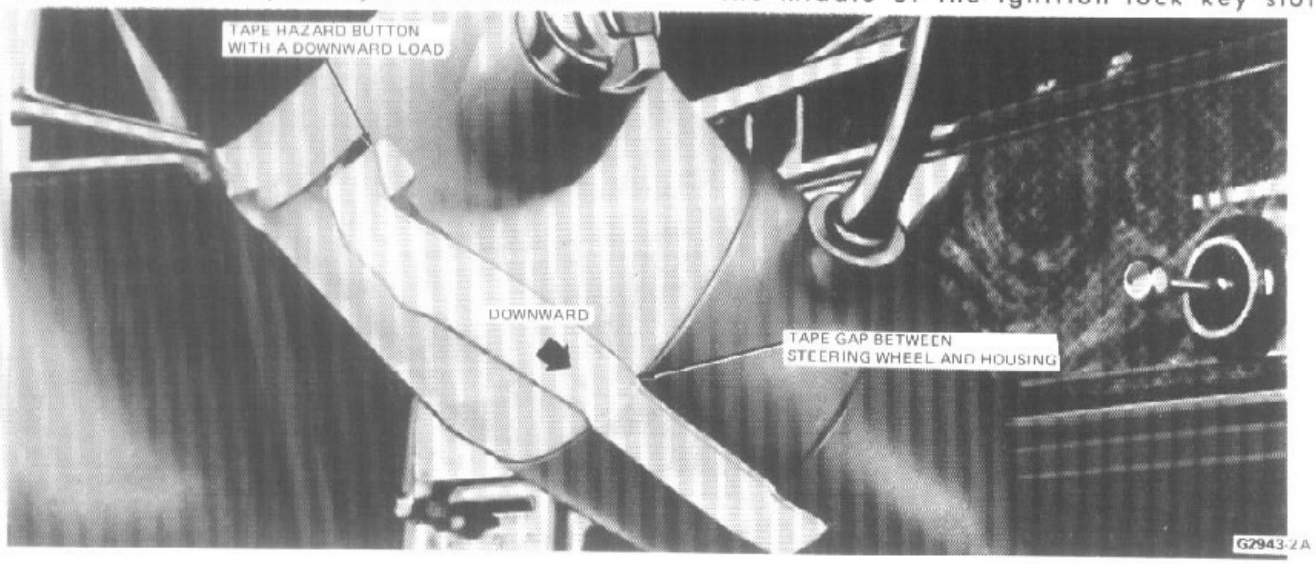

FIG. 12 Taping Hazard Switch
2. Tape the gap between the steering wheel hub and the cover casting. Cover the entire circumference of the casting. Also cover the adjacent seat and floor area with a suitable covering to protect the surrounding interior upholstery. Pull out the hazard flasher switch and tape it down toward the floor as shown in Fig. 12 to provide clearance for drilling out the lock cylinder retainer pin.